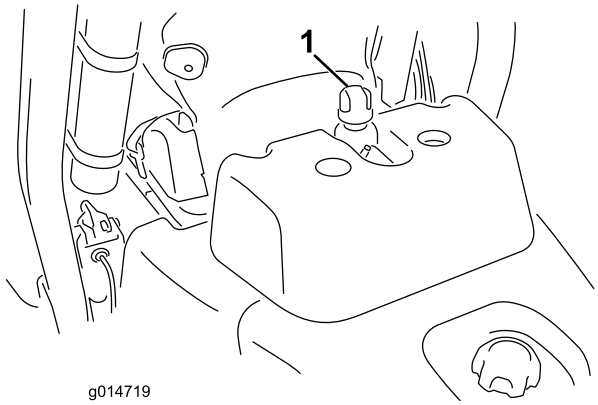

Figur 30
2. Skruva av hydraultanklocket (Figur 30).